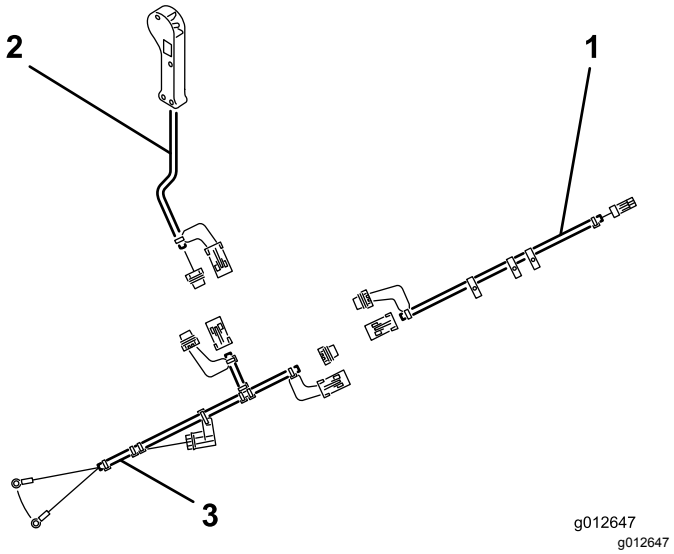

Figuur 7
1. Koppel de aansluiting van de kabelboom van de topdresser aan op de elektrische aansluiting van de magneetklep van de machine (Figuur 7).